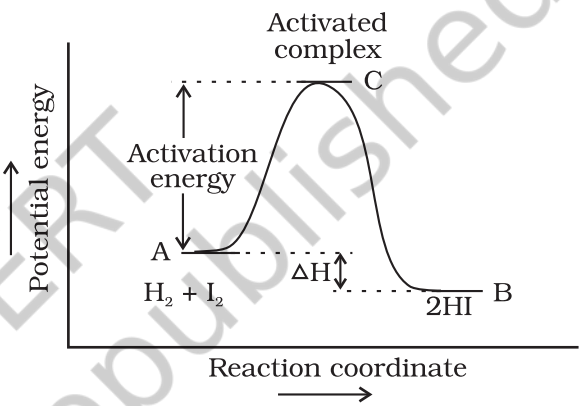

Fig. 4.7: *Diagram showing plot of potential energy vs reaction coordinate*
The energy required to form this intermediate, called **activated complex** (C), is known as **activation energy (E_a)**. Fig. 4.7 is obtained by plotting potential energy vs reaction coordinate. Reaction coordinate represents the profile of energy change when reactants change into products.